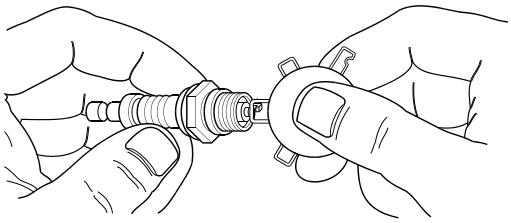

Figure 4-3 : Réglage de l'écartement des bougies
5. Vérifiez l'écartement des électrodes à l'aide d'une jauge d'épaisseur. Voir Figure 4-3. Réglez l'écartement en pliant soigneusement l'électrode de masse à :